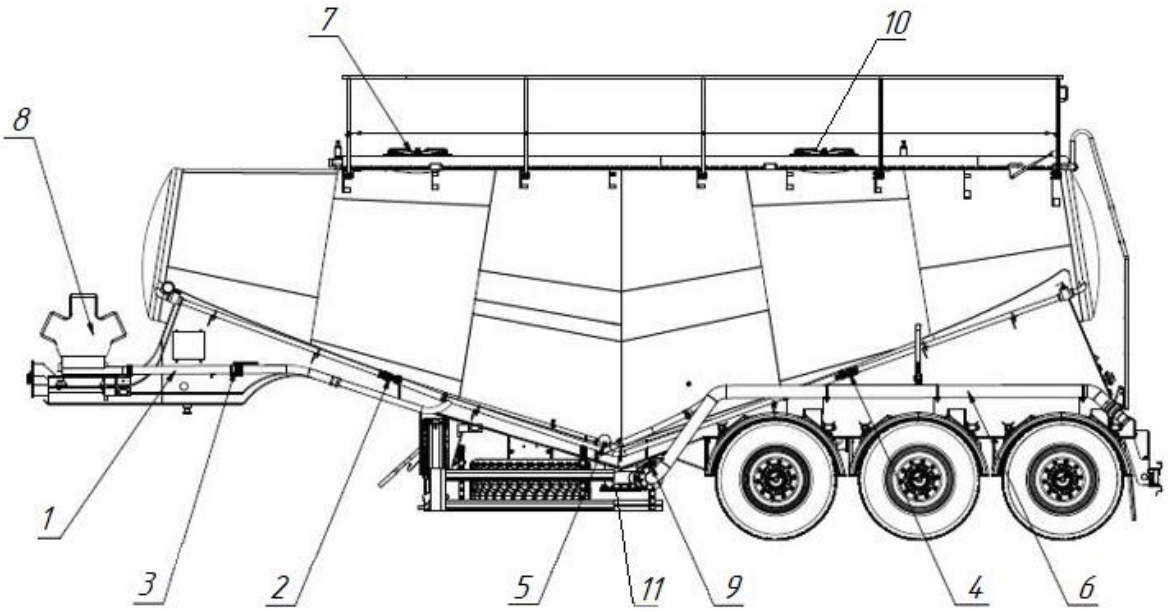

Рис. 3.1 – Схема расположения элементов трубопровода
Загрузка полуприцепа происходит через люки полуприцепа см. рис. 3.1 (7), (10).
При разгрузке от собственного компрессора с электродвигателем на полуприцепе необходимо выполнить следующие операции рис. 3.1:
При разгрузке полуприцепа от стационарного компрессора (пункт выгрузки) необходимо выполнить следующие действия рис. 3.1: